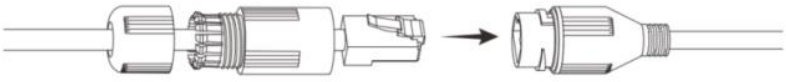

Рисунок 6.8 – Соединение разъёма RJ-45
3. Соедините разъём RJ-45 сетевого кабеля с разъёмом RJ-45 кабеля видеокамеры (Рисунок 6.8).